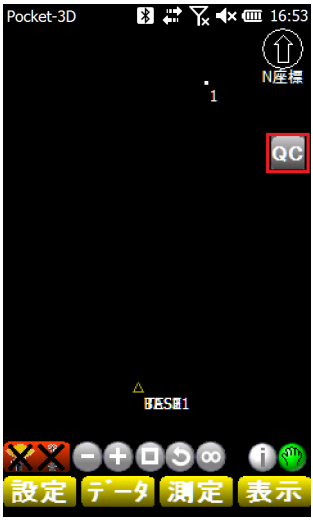

図 4-16. メイン画面上に作成されたショートカット
- ショートカットを作成ーメイン画面にショートカットを作成します （図 4-16）。 メイン画面上のショートカットをタップすることで、 即座に測定を開始することができます。 ショートカットは、 **[表示]** → **[ショートカット]** から表示 / 非表示を切り替えることができます。